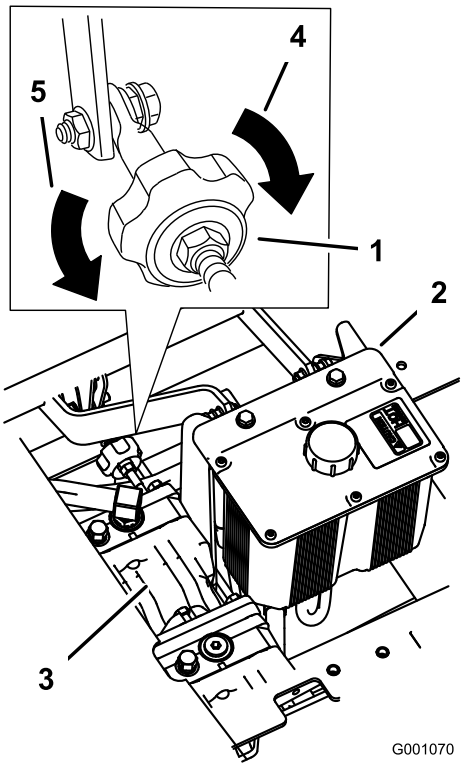

Figuur 52
4. Als de machine naar links trekt, draait u de knop naar de rechterkant van de machine. Zie Figuur 52.
5. Als de machine naar rechts trekt, draait u de knop naar de linkerkant van de machine. Zie Figuur 52.